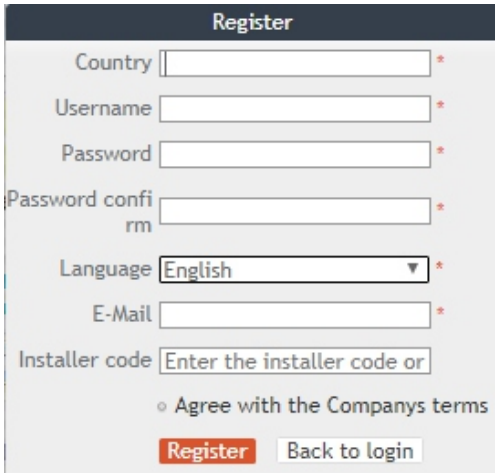

Fig 8.32
1) Enter the server domain name in the computer browser to enter the shineserver login page, if you are logged in for the first time, please register the user name. Enter the domain name access page, as shown in figure 8.32 below.